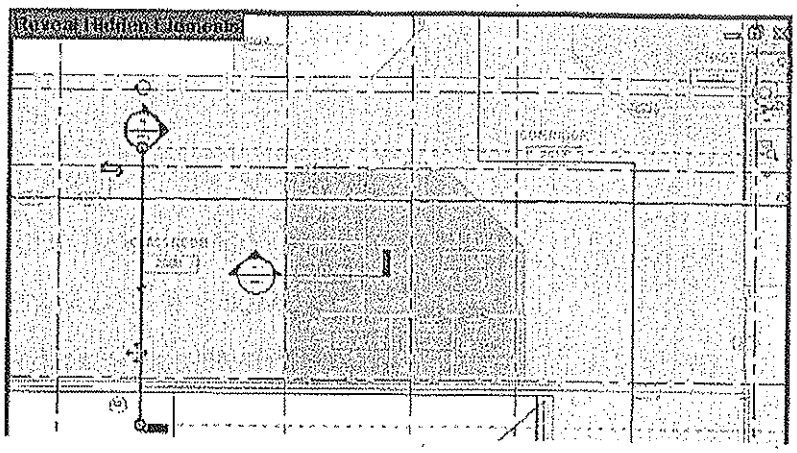

Figure 7–33
4. Draw a section through the space as shown in Figure 7–33.